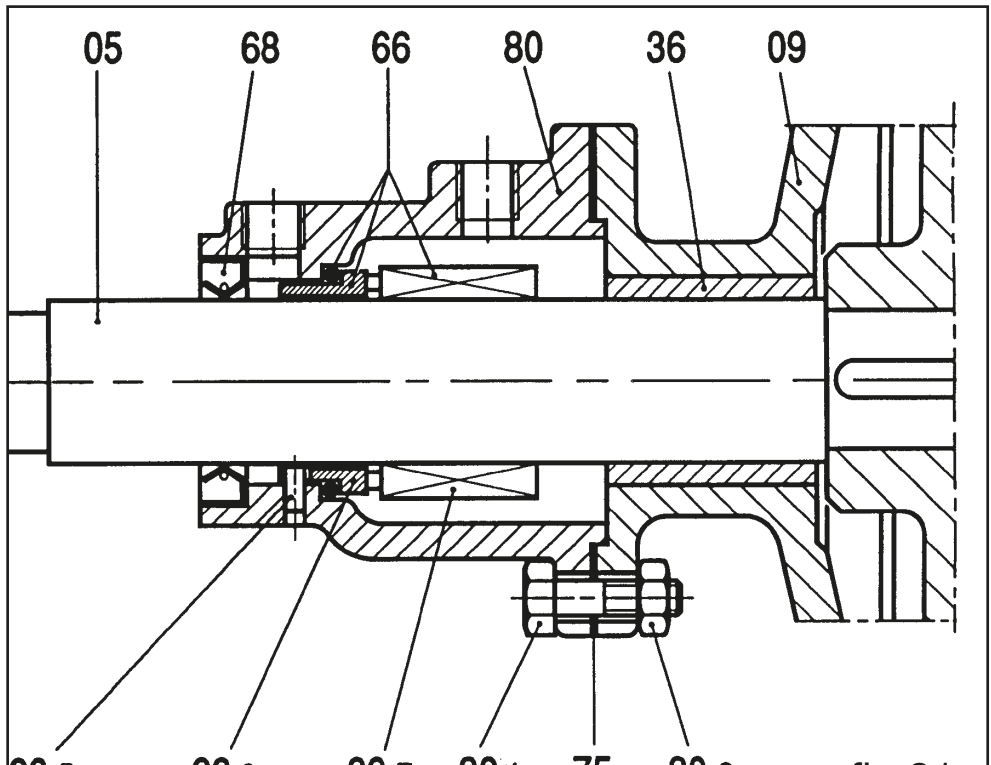

fig.21
12.5 **Montage de la garniture mécanique simple ST4, ST5, ST6** (fig. 21)